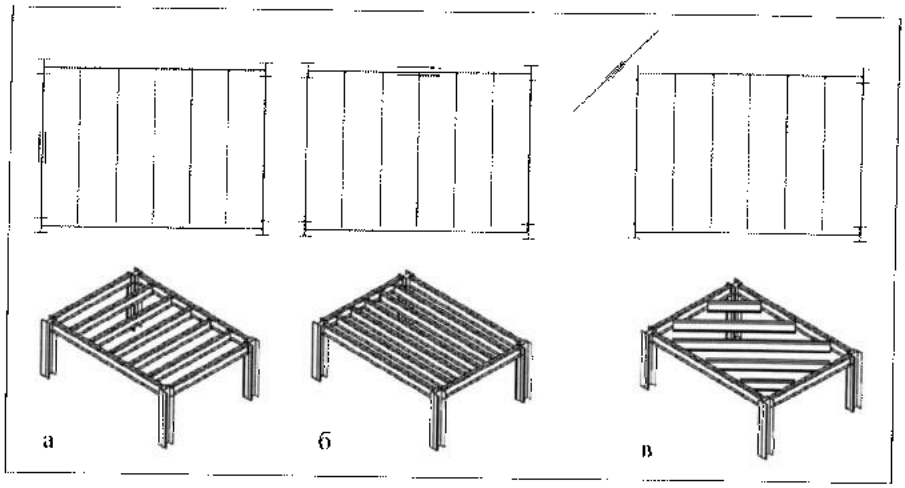

Рис. 42.26. *Смена направляющей балки*
3. При необходимости изменить ориентацию балок нажать на ленте в разделе **Draw** кнопку **Beam Direction** (Направление балки) и задать новое направление балок одним из двух способов (рис. 42.26), описанных далее.